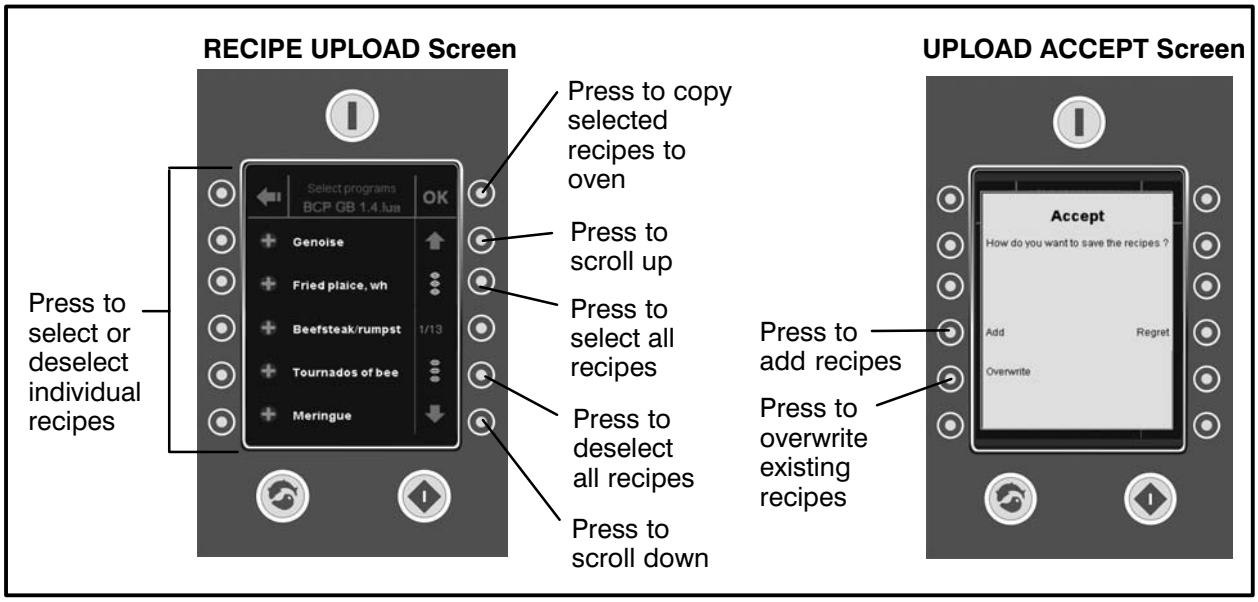

Figure 34
2. Select the recipes to be copied to the oven. See Figure 34.